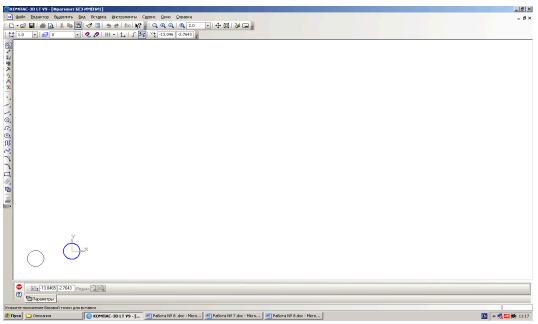

Рис. 8.2.
4) выполните команду **Редактор⇒Вставить**. Вид **Панели свойств** показан на рис.8.2;